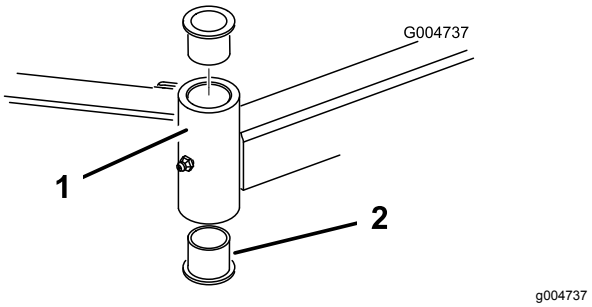

Figuur 106
4. Sla een drevel in de boven- of onderkant van de bevestigingsbuis en tik de lagerbus uit de buis (Figuur 106).